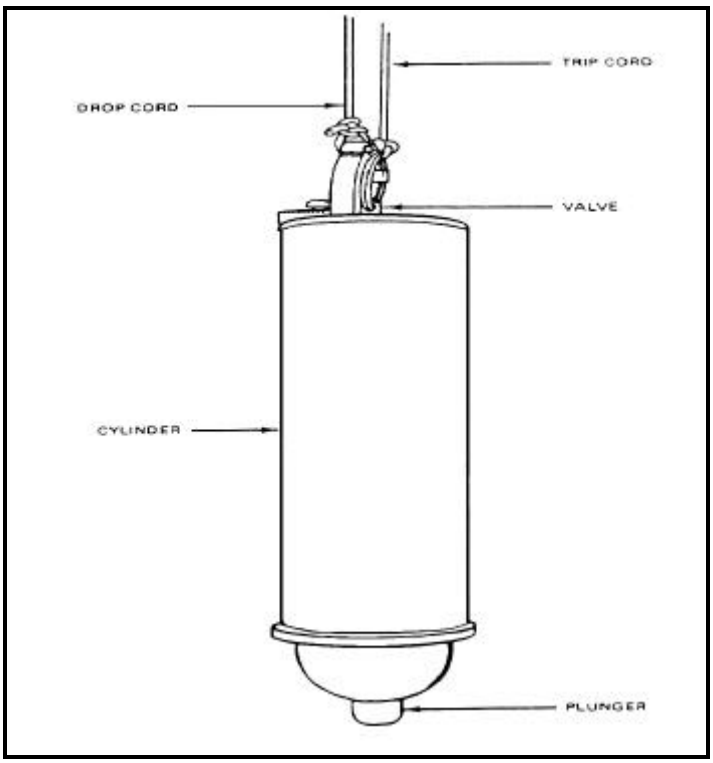

Figure 3-24. Bacon bomb thief sampler
• .The Bacon bomb thief may be modified as shown in (Figure 3-24, page 3-27) to speed up operations, save product, and reduce health hazards.